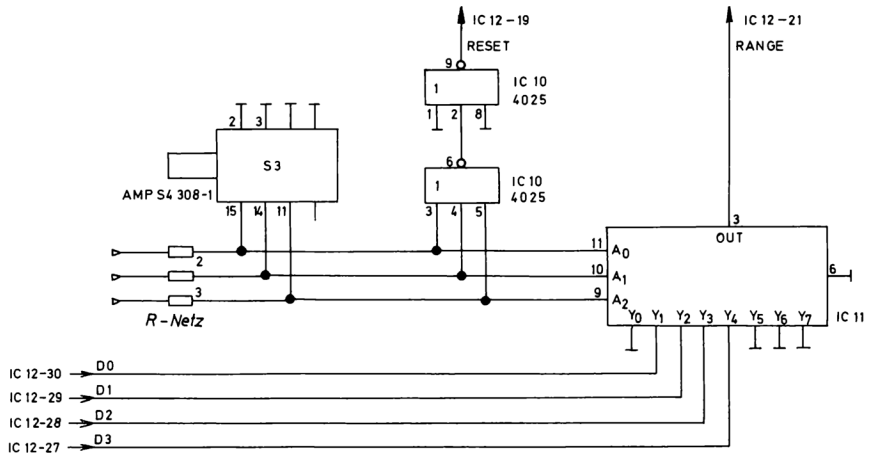

Abbildung 3
1.) Die Darstellung des gemessenen Wertes bei Zeitintervallmessungen erfolgt durch eine negative Flanke an A nach der Stoppflanke an B, so daß bei der Messung von einzelnen Impulsen dafür gesorgt werden muß, daß eine zweite negative Flanke an A nach der Messung anliegt (siehe Datenblatt Abb. 3).